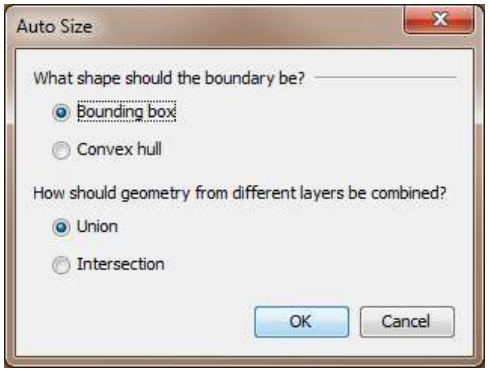

**Figure 6-5: Auto Size Boundary dialog**
- **Auto Size to Layers** – Select this option to automatically create a boundary from the current layers if their divisions were generated from input files, such XYZ, Contour, or DXF files. Because the geometry in the input files may make different shapes or may not overlap in coordinates, another dialog will ask how to generate the resulting boundary as shown in Figure 6-5.